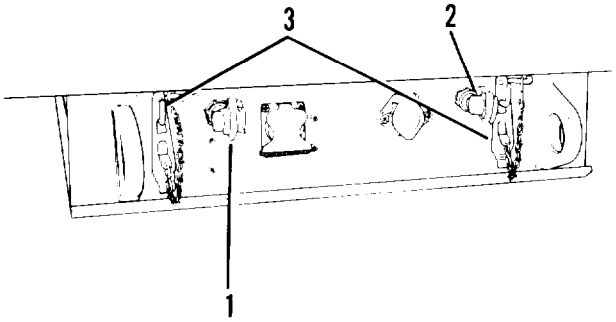

Figure 2-5. Brake air hose couplings
a. Two air hose couplings tagged SERVICE (1, figure 2-5) and EMERGENCY (2).
a. TWO dummy couplings (3, figure 2-5) to be fitted to the SERVICE and EMERGENCY air hose couplings.